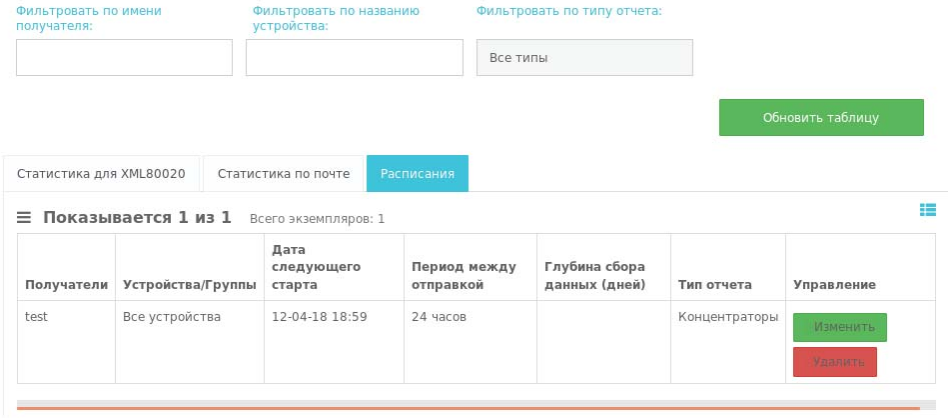

Рис. 113. Таблица расписаний отправки отчетов по электронной почте
- Таблица «Расписания» – отображаются все созданные расписания с указанием получателя, выбранных для отчета устройствах/группе, даты следующего старта, периодом между отправкой отчетов, глубиной сбора данных (для отчетов, зависящих от интервала дат). Имеется возможность редактировать/удалить расписание. При редактировании открывается окно, аналогичное окну создания расписания, с заполненными параметрами выбранного расписания. Также имеется возможность фильтровать расписания по получателю, названию устройства, типу отчета, см. Рис. 113.
После создания расписание будет добавлено в список расписаний, который можно посмотреть в соответствующей таблице (см. Рис. 113). При нажатии на кнопку «Изменить» будет открыто то же модальное окно, что и при создании расписания, с заполненными параметрами расписания.